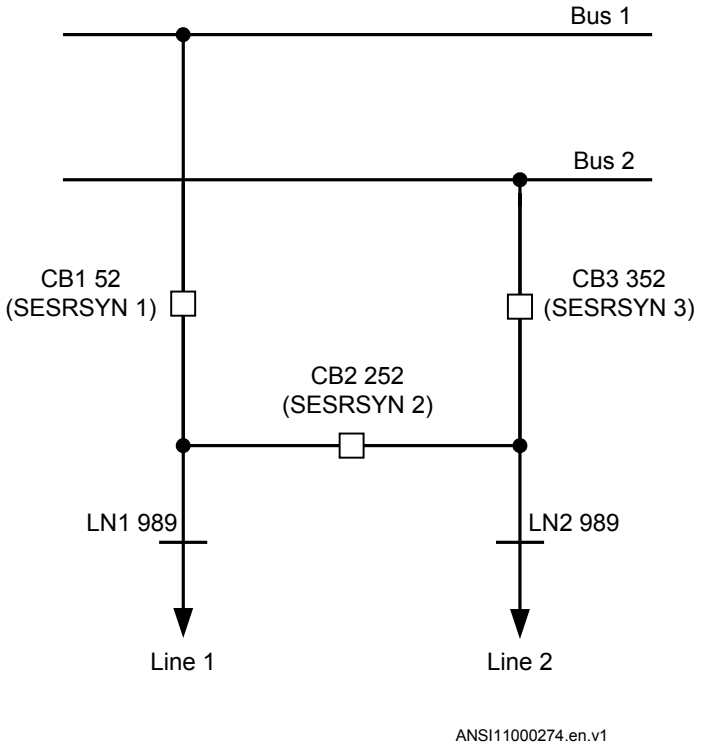

Figure 54: Objects used in the voltage selection logic
At test of the SESRSYN (25) function for a breaker-and-a-half diameter the following alternative voltage inputs can be used for the three SESRSYN (SESRSYN 1, SESRSYN 2, SESRSYN 3) functions. These three SESRSYN functions can either be in one, two or three different IEDs. Table 17 describes the scenario when SESRSYN 1, SESRSYN 2 and SESRSYN 3 all are in the same IED. If SESRSYN 3 is in another IED, WA1 will be considered as WA2 and LINE2 as LINE1. The voltage is selected by activation of different inputs in the voltage selection logic as shown in table 17 and figure 54.